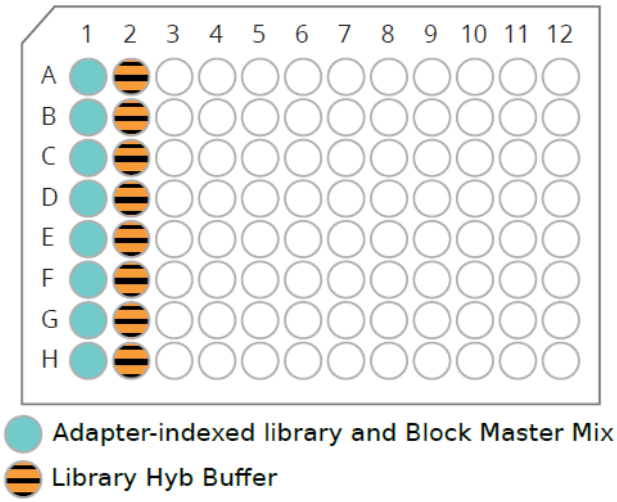

Figure 5. Library Hyb Buffer in "Column 2".
c. Once the temperature of the thermal cycler reaches 65°C, place the previously prepared **Library Hyb Buffer** tube (**Step 2b**)* into the thermal cycler (e.g. column 2, see Figure 5) and incubate at **65°C** for **3 minutes**.